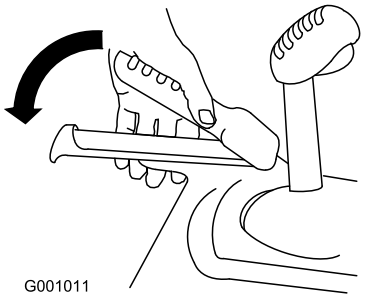

Figur 19
3. Pressa ned det vänstra reglaget (drivningsreglaget) till handtaget (Figur 19).
6. Pressa ned det vänstra reglaget (drivningsreglaget) till handtaget (Figur 19).